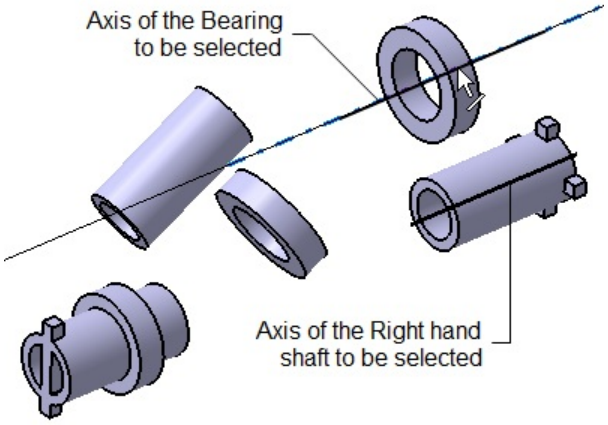

Figure 16-74 *Axes to be selected using the* ***Snap*** *tool*
5. Place the Middle shaft in 3D space, as shown in Figure 16-74.
6. Choose the **Snap** tool from the **Move** toolbar and select the central axis of the Right shaft and its bearing, refer to Figure 16-74; both the selected axes are aligned.